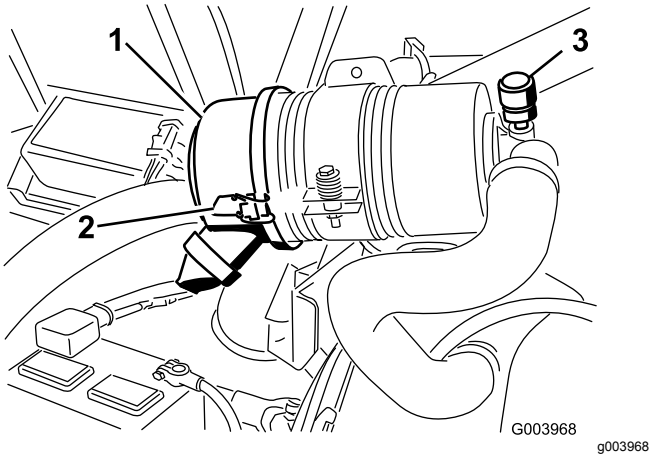

Figuur 46
Geef het luchtfilter uitsluitend een onderhoudsbeurt als de onderhoudsindicator (Figuur 46) dit aangeeft. Als u het luchtfilter vervangt voordat dit nodig is, wordt alleen maar de kans vergroot dat er vuil in de motor komt als het filter wordt verwijderd.
1. Maak de sluitingen los waarmee het deksel van het luchtfilter is bevestigd aan het luchtfilterhuis (Figuur 46).